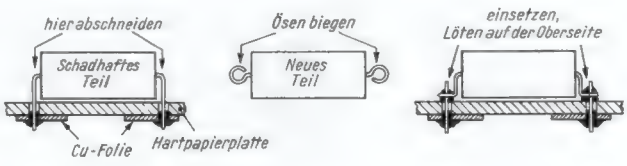

Bild 3. Austausch schadhafter Kleinteile bei einer gedruckten Schaltung
1. *Bauteile, die sich auswechseln lassen, ohne daß auf der gedruckten Schaltung selbst gelötet werden muß.* Es handelt sich hierbei um Kleinteile, wie Widerstände und Kondensatoren, d. h. um Bauteile mit dünnen Zuleitungsdrähten, die zur Stromzuführung und auch als mechanische Befestigung dienen. Ist ein solches Bauteil schadhaft, so wird man vorsichtig seine Zuleitungsdrähte oberhalb der Platte abschneiden, so daß noch kurze Drahtspitzen über die Platte hinausstehen. Anschließend wird das Ersatzteil in die Platte eingelegt, indem man vorher seine Drahtenden zu kleinen Ösen biegt, die man über die in der Platte stehengebliebenen Drahtenden steckt und mit diesen verlötet (*Bild 3*). Hierbei wird das Löten unmittelbar auf den gedruckten Leitungen vermieden und damit die Gefahr einer Beschädigung der gedruckten Schaltung ausgeschlossen.